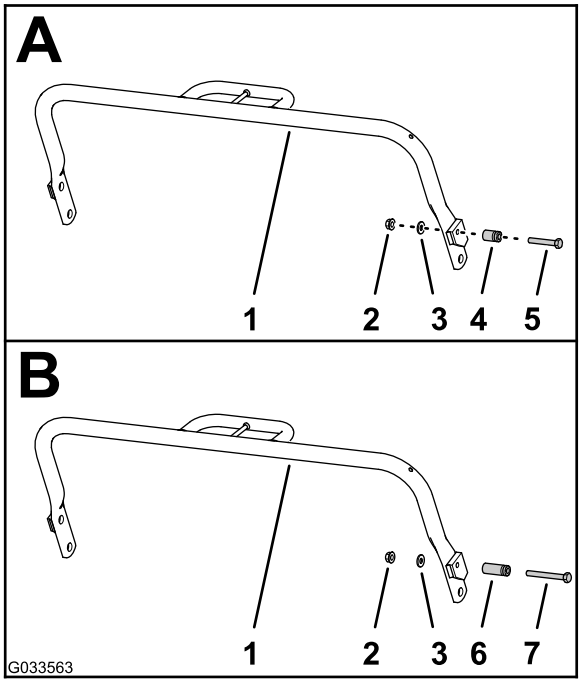

Rysunek 3
3. Odkręć nakrętkę kołnierzową i zdejmij podkładkę, dotychczasowy zaczep sprężyny (1 cal) oraz wykręć śrubę (5/16 x 2 cale) z prawej strony podpórki (A na Rysunek 3).
4. Zamontuj nowy zaczep sprężyny (1 3/4 cala) do podpórki, używając nowej śruby (5/16 x 2 3/4 cala) w sposób pokazany w części B na Rysunek 3.
5. Za pomocą nakrętki kołnierzowej i podkładki odłożonej w kroku 3 zamocuj zaczep sprężyny do podpórki (B na Rysunek 3).